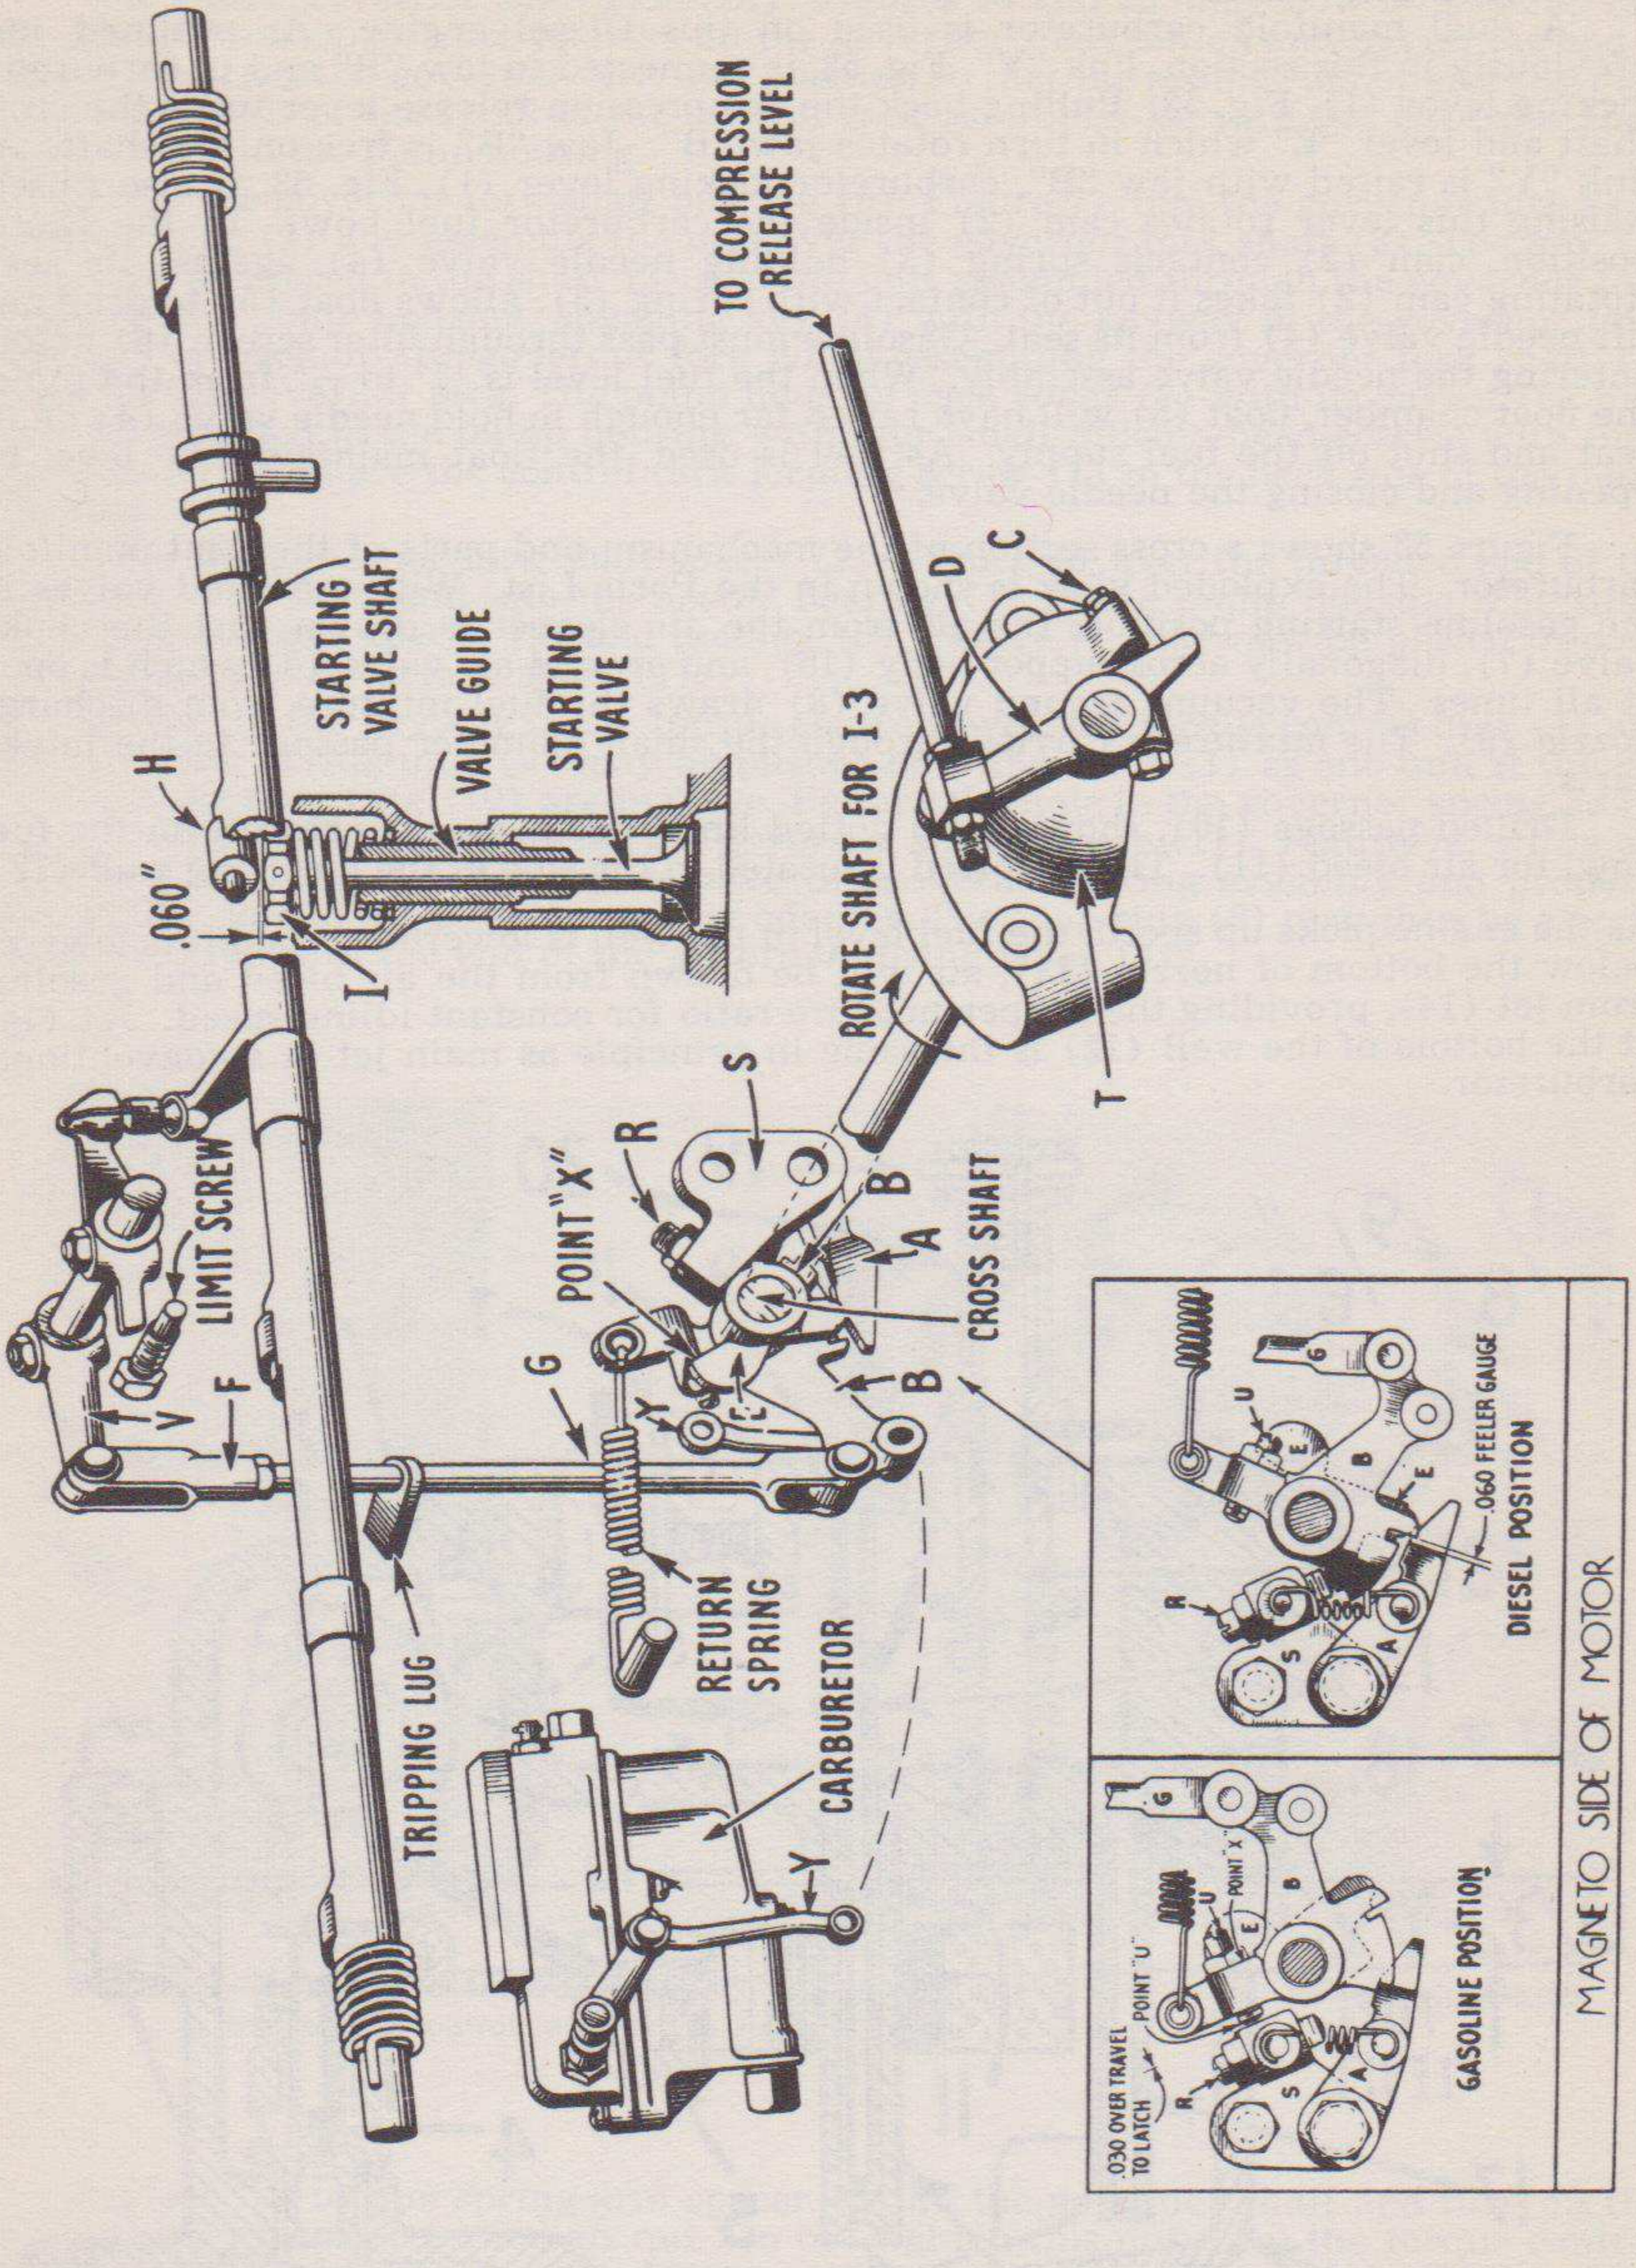
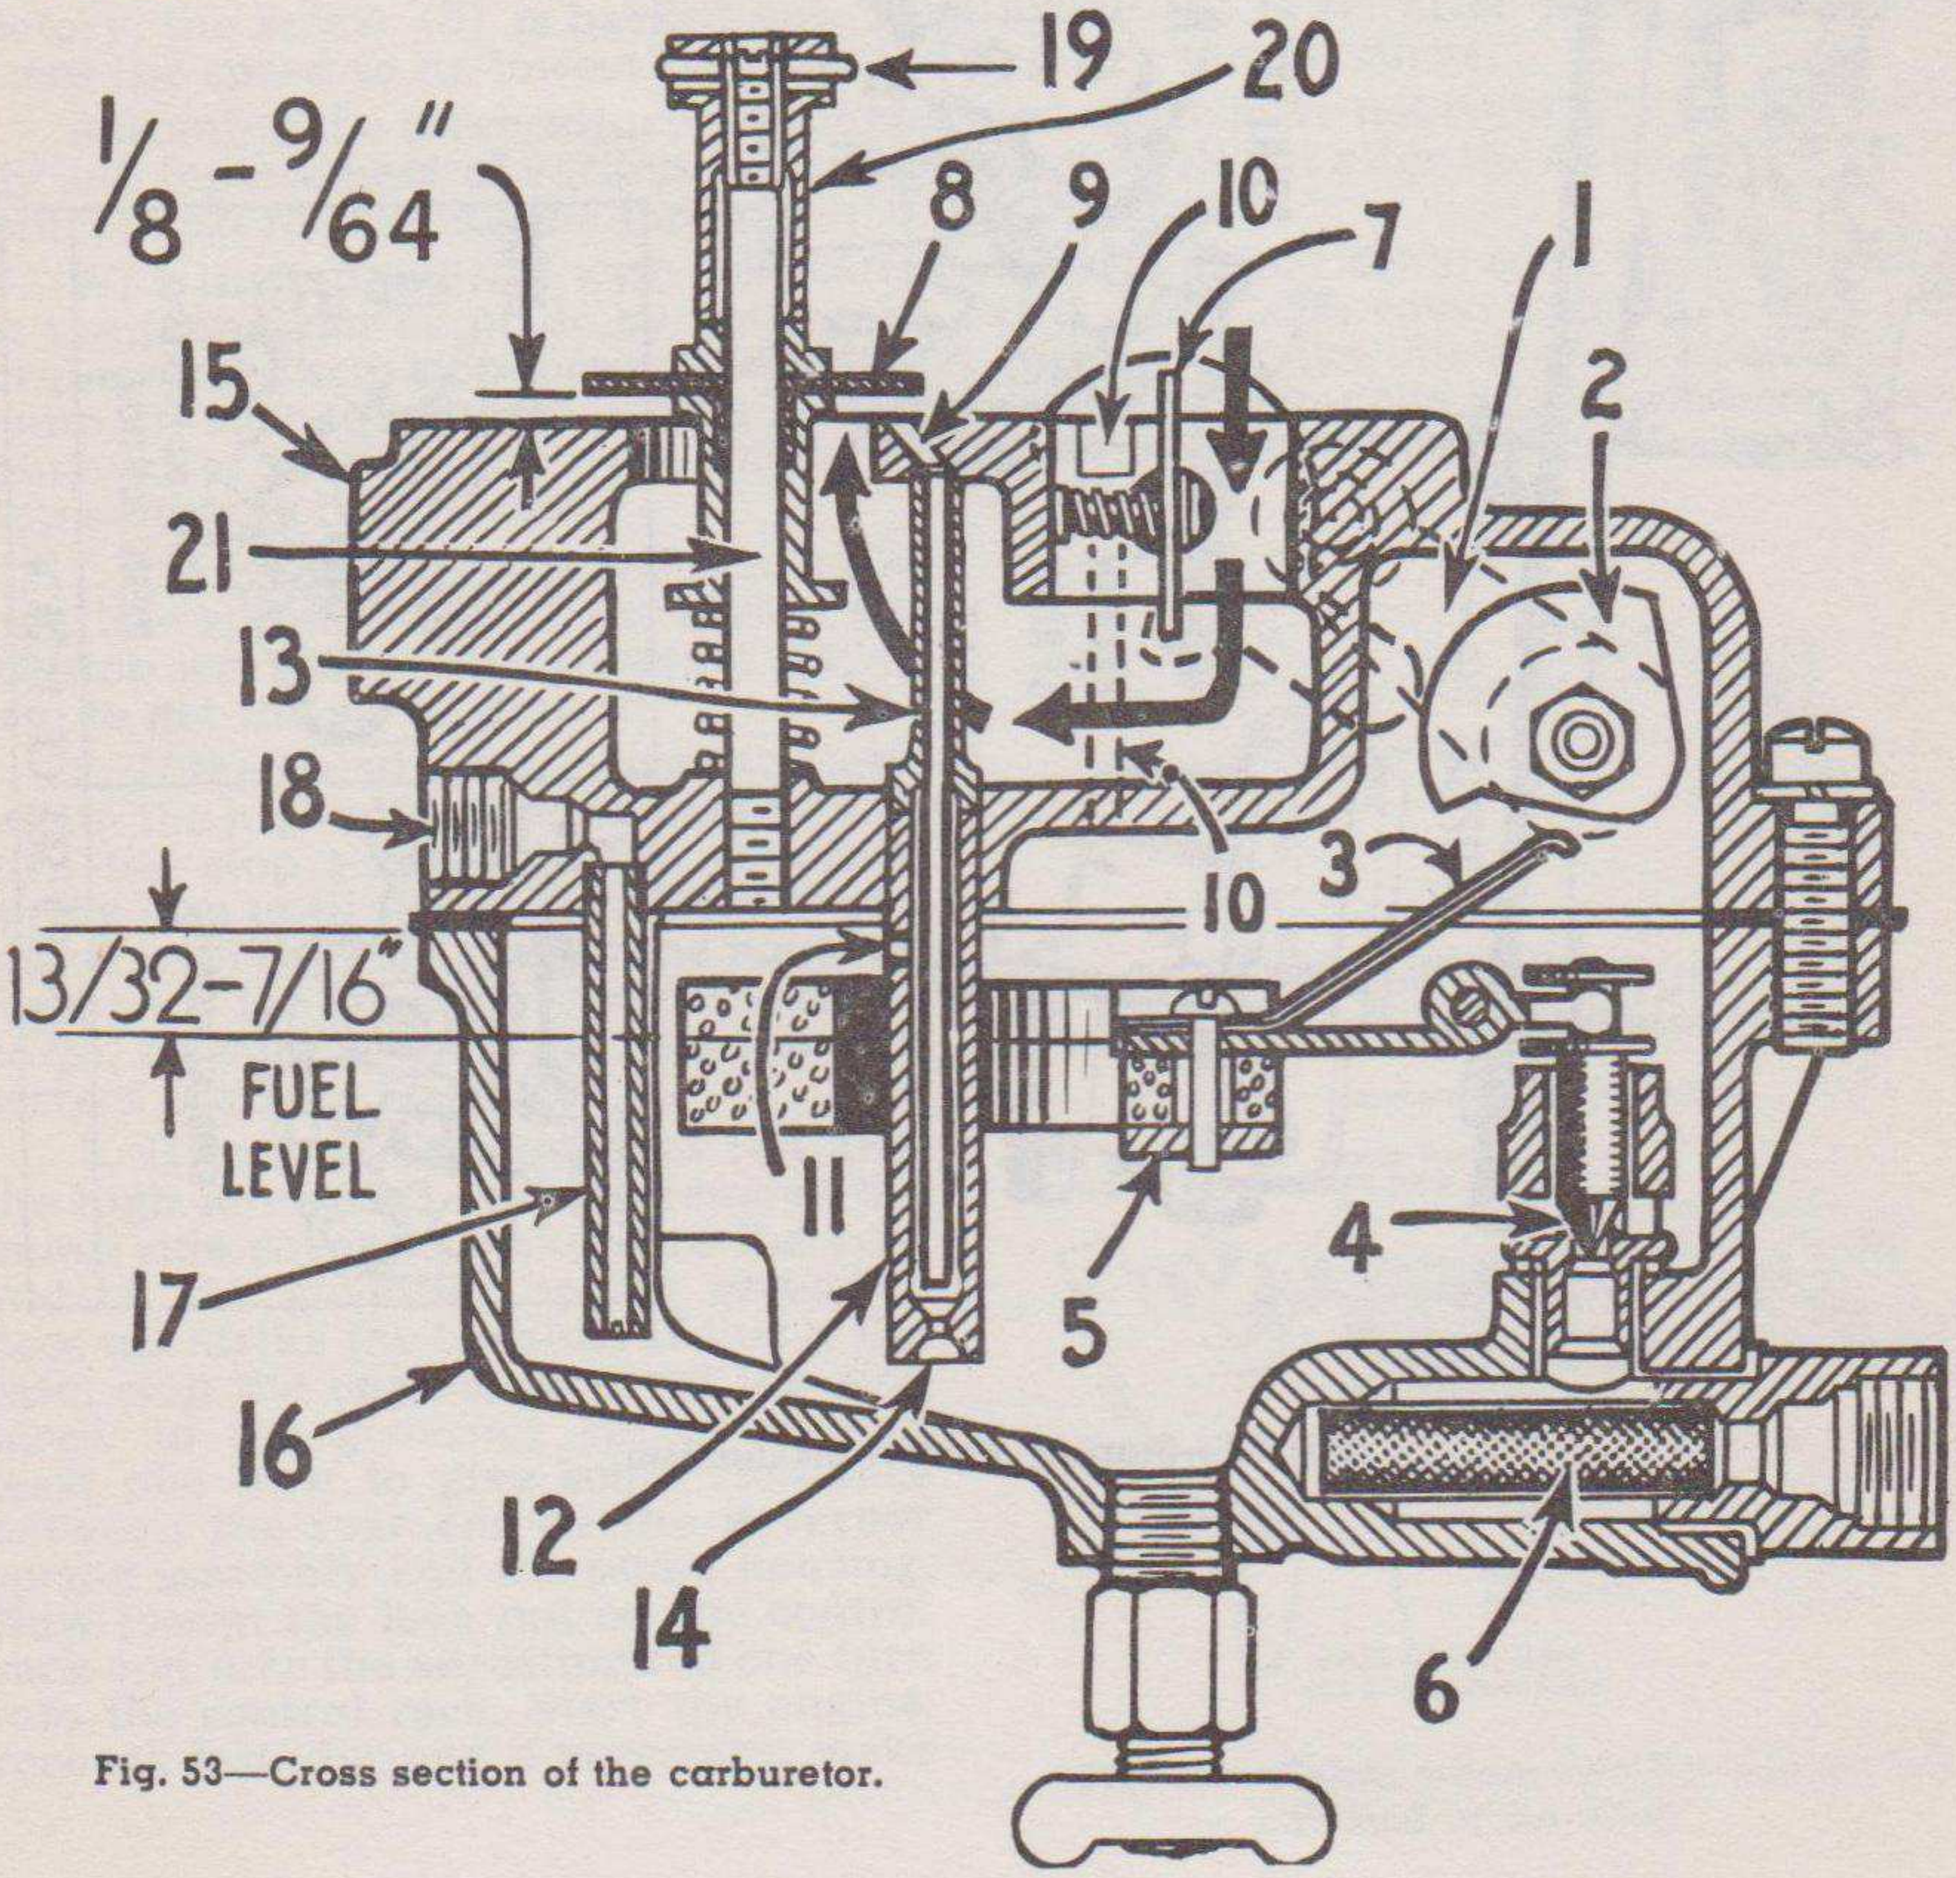

Fig. 52—Starting control mechanism.
Fig. 53—Cross section of the carburetor.
a.—It opens four starting valves (1), thereby enlarging combustion chamber (2) by space "3" and exposing spark plug (4). The enlarged volume reduces the compression ratio to that of a conventional gasoline engine or 6.4 to 1.
b.—It closes butterfly valves (5) in the air intake manifold, closing the Diesel air passage from the air cleaner to cylinder intake parts. The solid arrows show the path the air must take. It passes down through the carburetor and then through small high velocity passages to intake ports (6). Spark plugs ignite the air-gasoline mixture which is compressed by piston into low-compression chamber (3).
d.—It releases the shut-off valve (4), Fig. 53, in the carburetor fuel bowl by turning cam (2), allowing the needle to be actuated by the float (5).
a.—Set Controls for Diesel Operation.—1. Adjust screw 'R", Fig. 52, until .060" exists between jaw "B" and latch "A".
A dual manifold carburetor is used on this Diesel engine. As outlined just previously in this section, link "Y", Fig. 52, is connected to jaw "B" and to carburetor locking lever (1), Fig. 53. Pulling back the compression release lever turns the cross shaft and lever "E" which in turn rotates jaw "B". Jaw "B" is free on the shaft. As link "Y" is raised with jaw "B", carburetor locking lever (1), Fig. 53, is also raised. Raising this lever rotates cam (2) inside the carburetor fuel bowl. In the Diesel position, cam (2) contacts spring (3) holding needle valve (4) against its seat. Rotating cam (2) takes it out of contact with spring (3), allows float (5) to drop and lift needle valve (4) from its seat. Gasoline must pass through filter screen (6) before entering the needle valve assembly. When the fuel level is $\frac{13}{32}$" to $\frac{7}{16}$" from the top of the float chamber, float (5) will have raised far enough to hold needle valve (4) on its seat and shut off the fuel supply. As fuel is used, the float maintains the level by opening and closing the needle valve.
Figure 53 shows a cross section of the mechanism and parts of the dual manifold carburetor. The exploded view is shown in the Parts List. With manifold valves in the gasoline starting position, the air from the air cleaner is drawn past the choke valve (7), diagonally across upper body (15), and around air valve (8) which is open at all times. The vacuum around valve (8) draws the fuel mixture from discharge nozzle (9). The mixture is carried through the small diameter passage to the intake parts.
When removing the carburetor, remove link "Y", Fig. 52, from the float locking lever (1), Fig. 53, dash choke control from choke lever, clip from drip hole tube, gasoline supply line, and four nuts from manifold studs. Carburetor body (15) and fuel bowl (16) assemblies may be separated by removing five fillister-head screws. Use a good gasket; it normally extends $\frac{1}{32}$" beyond bowl and body.
The float locking lever (1) connected to link "Y" etc., may be removed after taking the nut off the inside end of the shaft, slipping off the cam and pulling out the shaft, spring, retainer, and two dust washers. If the bearing is worn it may be replaced by unscrewing from the body. It is furnished reamed to size as a service part. When replacing the assembly, have lever (1) pointing toward air valve (8); flat sides of shaft are then vertical. Cam is then assembled with large rounded side toward the top of the body as shown in Fig. 53. Replace the nut on end of shaft and draw up tight.